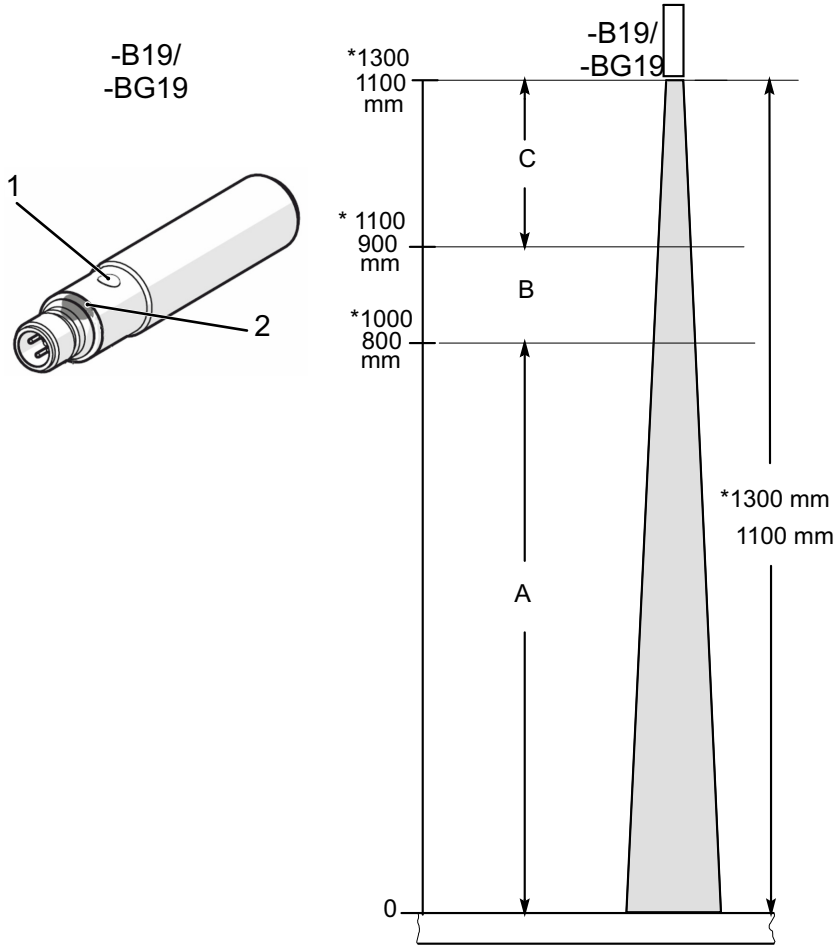

Fig. 8 *(0590_initi.z.00008.01.svg)*
- *(Fig. 8-A)* Operating range (admissible measuring range)
- *(Fig. 8-B)* Limit range (still admissible measuring range)
- *(Fig. 8-C)* Blind zone (inadmissible measuring range)
Operating range *(Fig. 8-A)*
Limit range *(Fig. 8-B)*
Blind zone *(Fig. 8-C)*